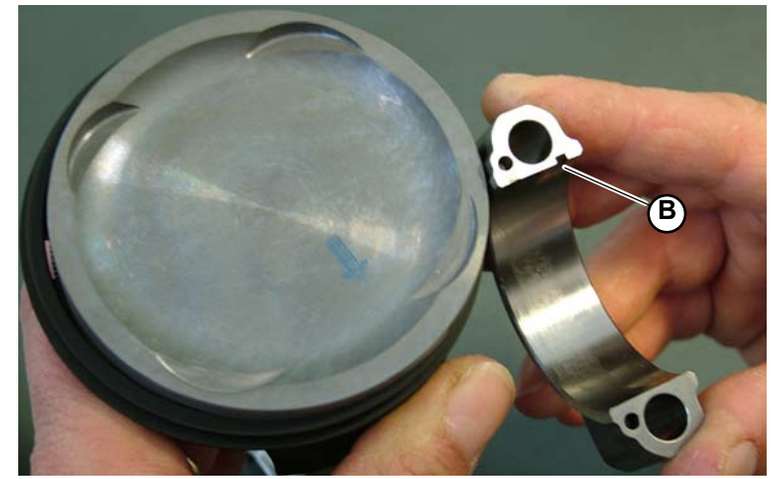

Fig.2
1. Insert the connecting rod into the piston so that the bushing insertion mark in the connecting rod big end faces the piston intake side (**B-Fig.2**).